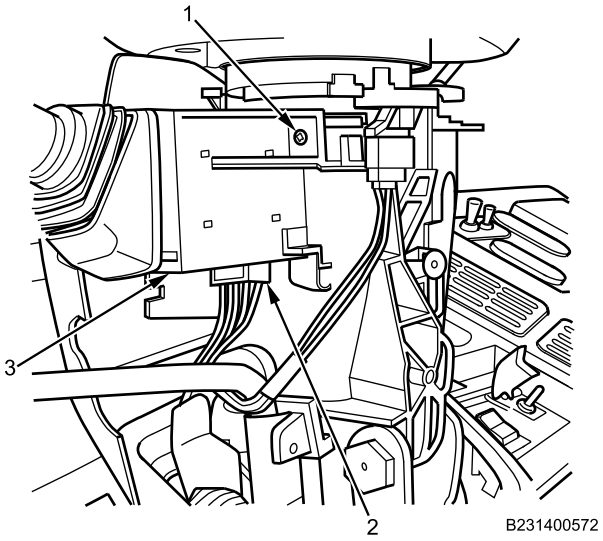

Figure 2. Turn Signal Switch, Lower.
2. Disconnect electrical connector (Figure 2, Item 2) and lower mounting screw (Figure 2, Item 1) on turn signal switch (Figure 2, Item 3).